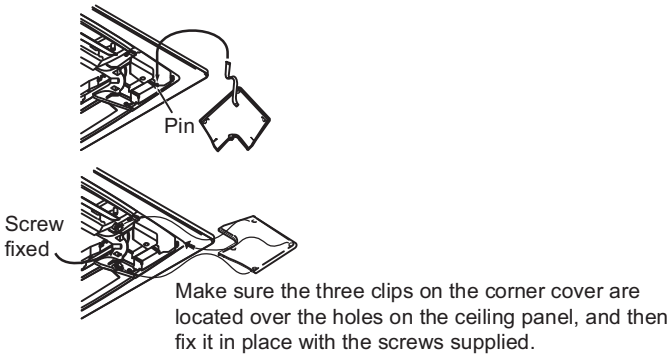

Fig. 8-4
(5) Hang the string on the corner cover onto the pin on the ceiling panel as shown in the diagram. Then slide the corner cover onto the ceiling panel until the three clips are correctly located, and then fix it in place with the screws. (Fig. 8-4)